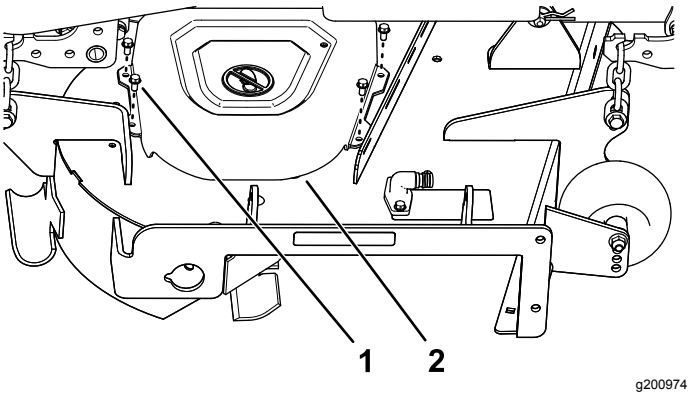

Figuur 7
3. Verwijder de 4 schroeven (¼" x ½") waarmee de riemkap aan de rechterkant bevestigd is, en verwijder de riemkap (Figuur 7).